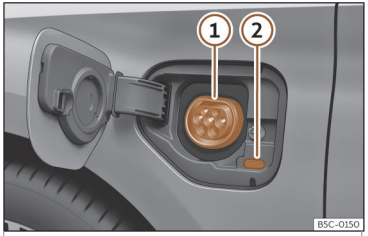

Fig. 205 Dietro il coperchio di ricarica della batteria nella parte anteriore sinistra: Presa di carica
››› fig. 205
- Con il veicolo sbloccato, premendo il coperchio di ricarica della batteria, questa si apre››› fig. 205.